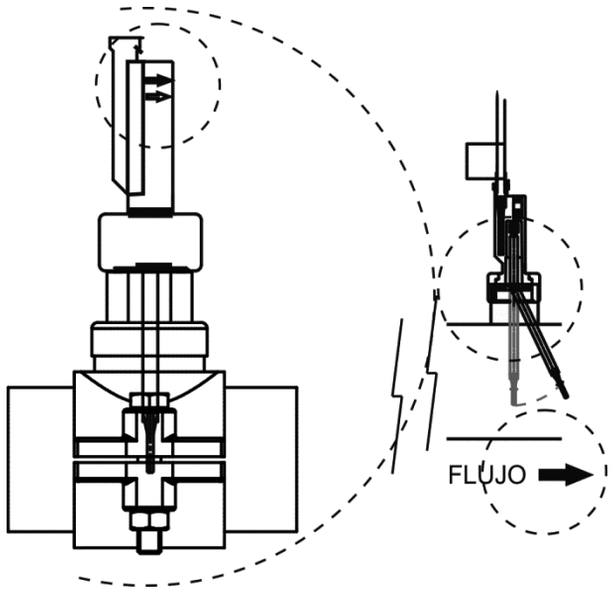

Fig. 4b
2. Hay una flecha en la cabeza del detector de flujo. Asegúrese de que esta flecha queda paralela al eje del tubo y apuntando en la dirección de flujo del agua (Fig. 4b).